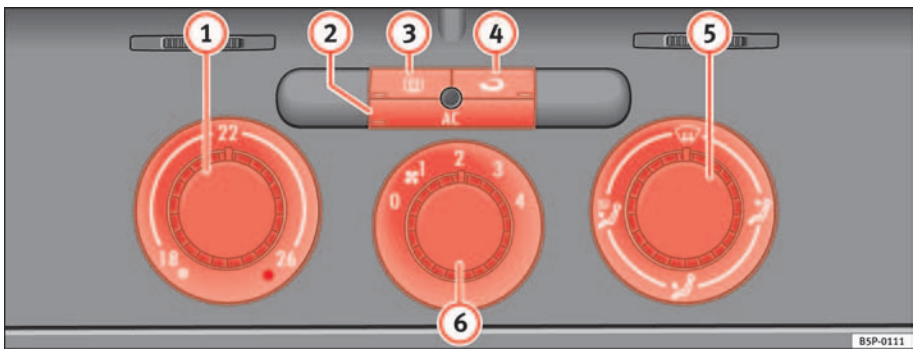

Fig. 124 On the dash panel: Climatic controls
– Turn the temperature selector ⇒ fig. 124 (1) clockwise to select the required temperature.